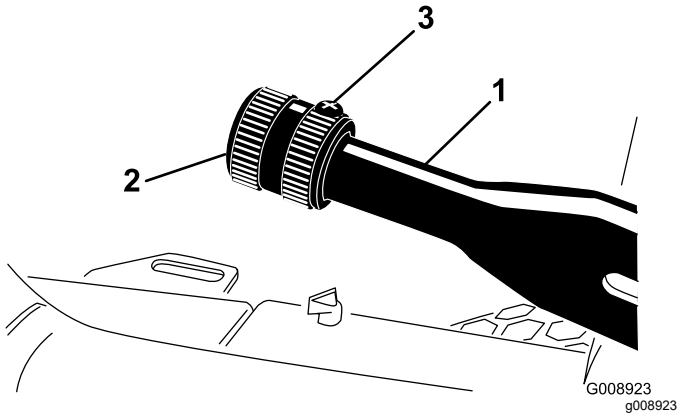

Rysunek 70
1. Poluzuj śrubę ustalającą mocującą gałkę do dźwigni hamulca postojowego (Rysunek 70).